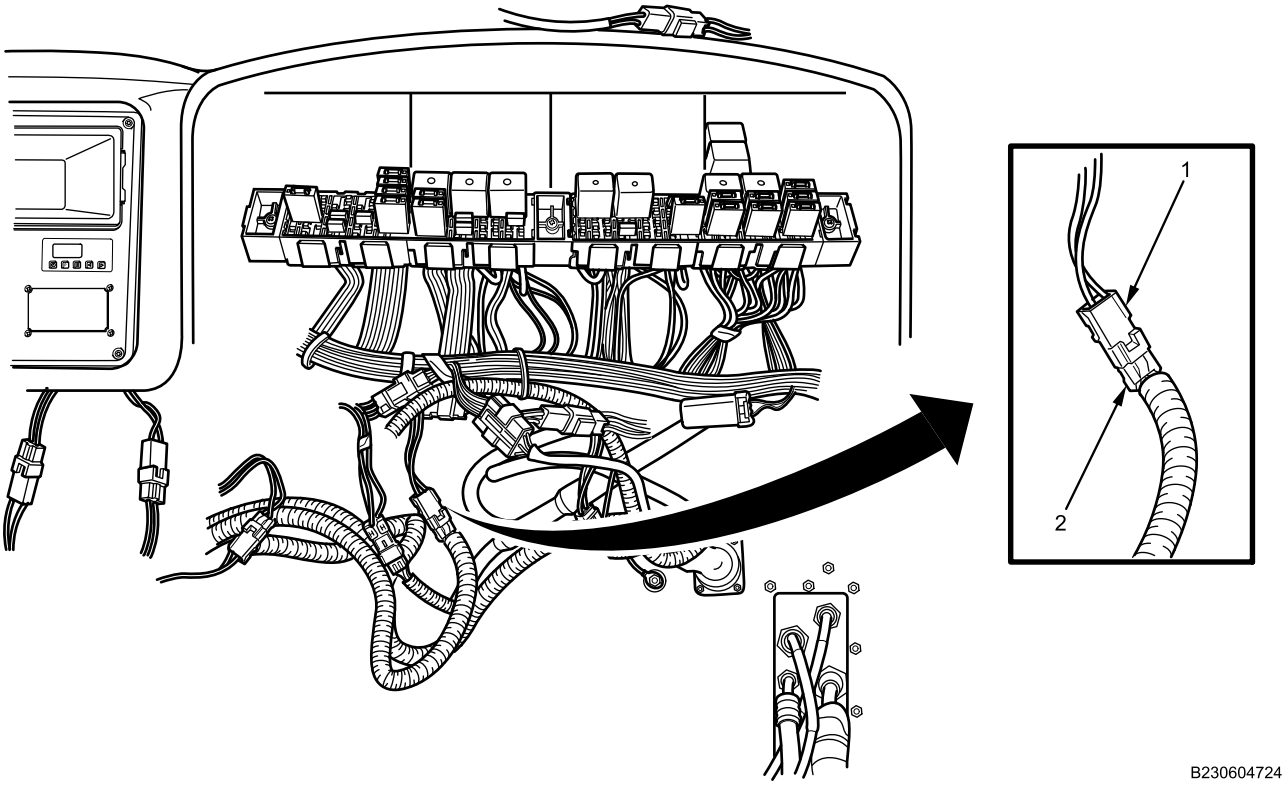

Figure 2. 24V Input Connector.
2. Disconnect IP feed wiring harness connector (Figure 2, Item 2) from 24V input connector (Figure 2, Item 1). Remove and discard cable lock straps. Remove 24V IP feed wiring harness.